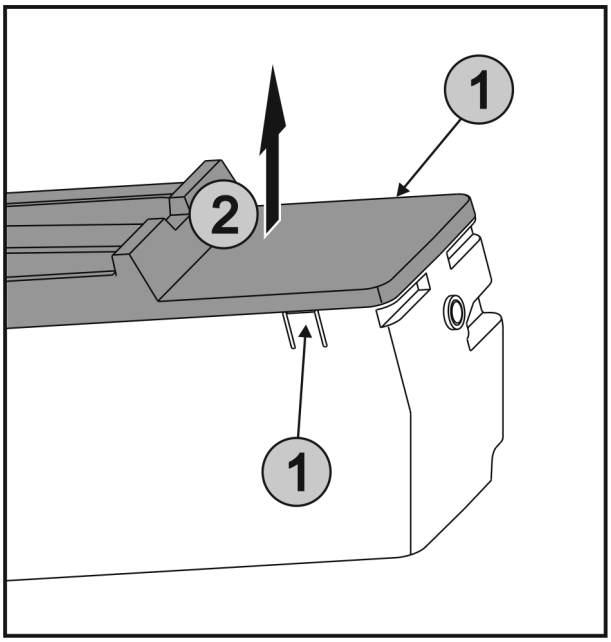

Fig. 57
▶ Накладки *Fig. 57 (1)* з обох боків EasyTwist-Ice натиснути одночасно і кришку *Fig. 57 (2)* вийняти рухом вгору.